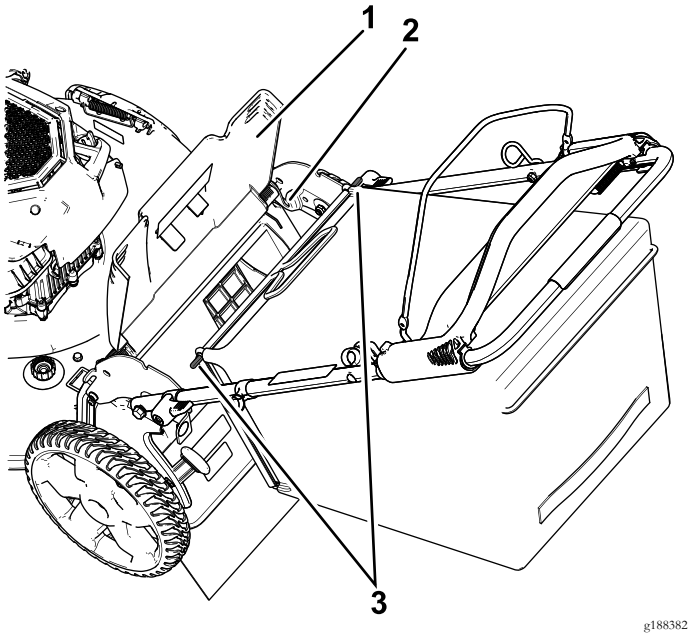

Rysunek 17
1. Podnieś i przytrzymaj w górze drzwi tylne (Rysunek 17).
2. Zamontuj worek na trawę, pilnując, aby bolce worka opierały się o wycięcia w uchwycie (Rysunek 17).